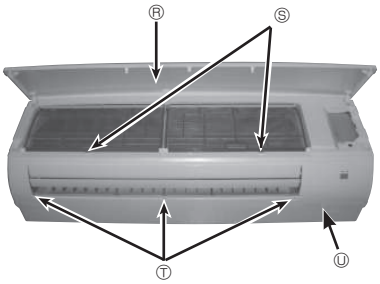

Fig. 6-2
① Presione y suelte los tiradores a ambos lados de la rejilla frontal y levante la rejilla hasta que quede a nivel. Tire de los goznes hacia delante para extraer la rejilla frontal. (Fig. 6-2)
② Retire los 3 cubretornillos del panel. Retire 5 tornillos. (Fig. 6-2)
⑦ Extraiga el tornillo de la cubierta angular. (Fig. 6-2)